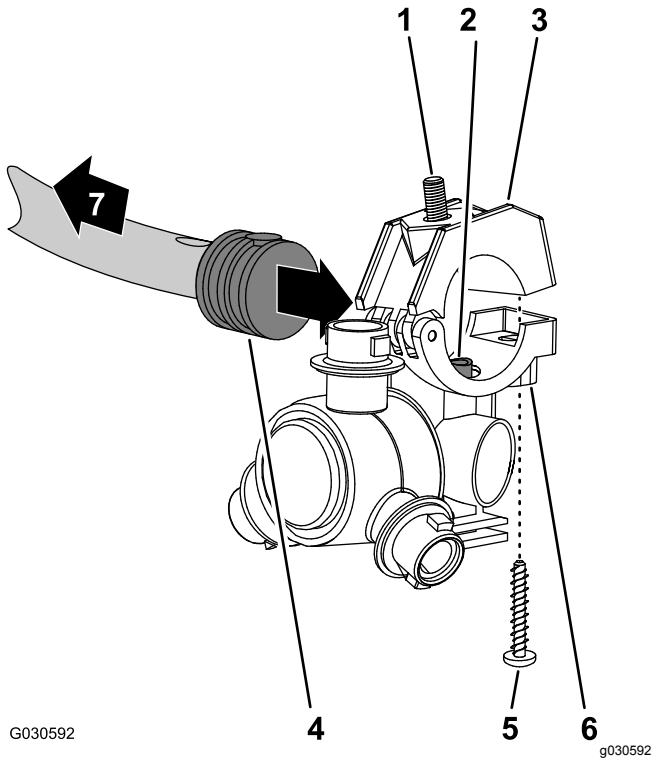

Figur 143
1. Juster overførselsrøret i sadlen til en sprøjtedyse (Figur 143), så det passer med hullet i siden af det enkelte modhage-slangeskaft (1/2 tomme).
2. Luk den øverste klemmehalvdel omkring modhageslangeskaftet, og fastgør klemmehalvdelen og sprøjtedyseenheden (Figur 143) med den rustfrie stålskrue (nr. 12 x 1-1/4 tomme). Spænd den rustfrit stålskrue til 14 til 18 N·m.